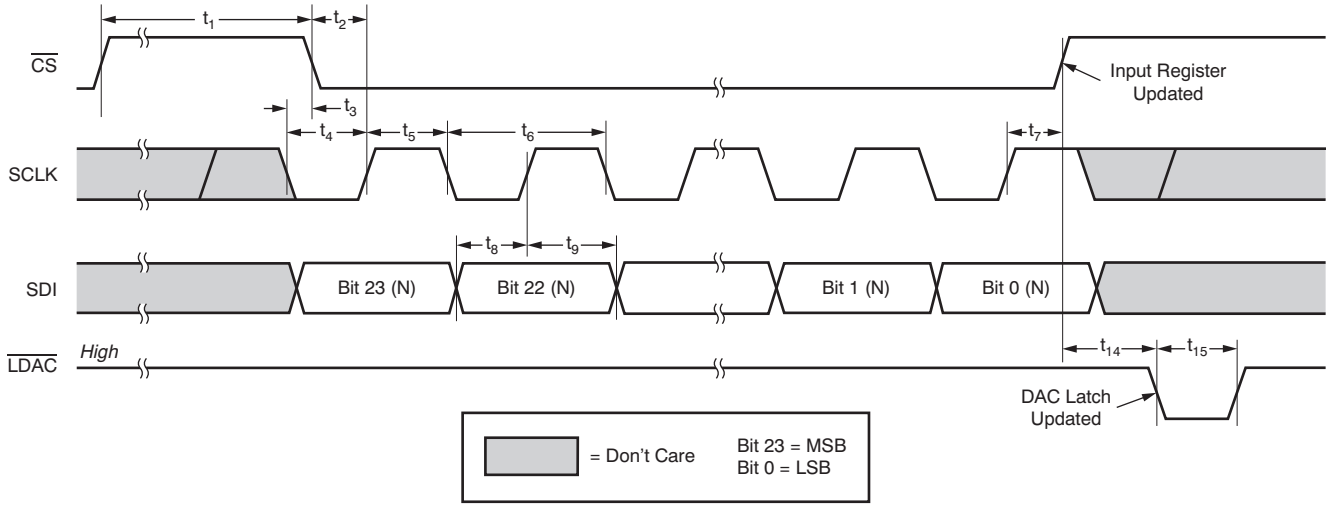

Figure 1. Timing Diagram for Standalone Operation Without SDO
at –40°C to +105°C (unless otherwise noted); see Figure 1 (1)(2)(3)